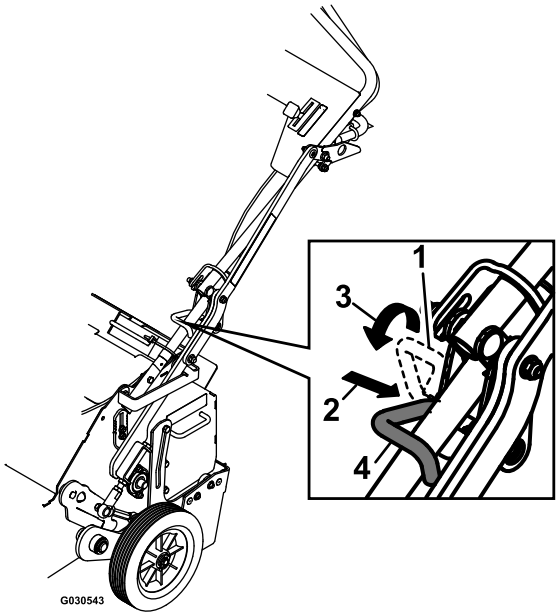

Figure 15
4. Essayez de bloquer la goupille de verrouillage de transport dans le bras inférieur (voir Figure 15).